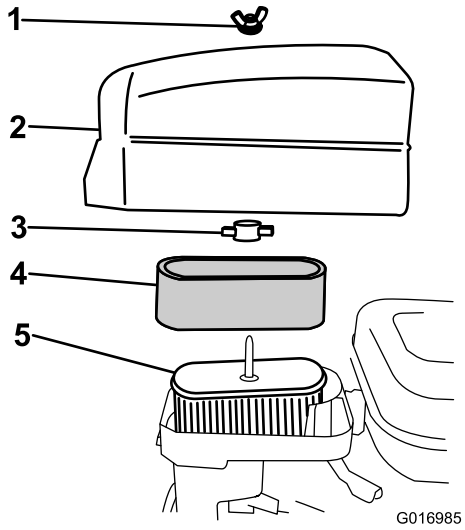

**Figur 29**
4. Om skumplastinsatsen är smutsig ska du ta bort den från pappersinsatsen (Figur 29) och rengöra den noga på följande vis: